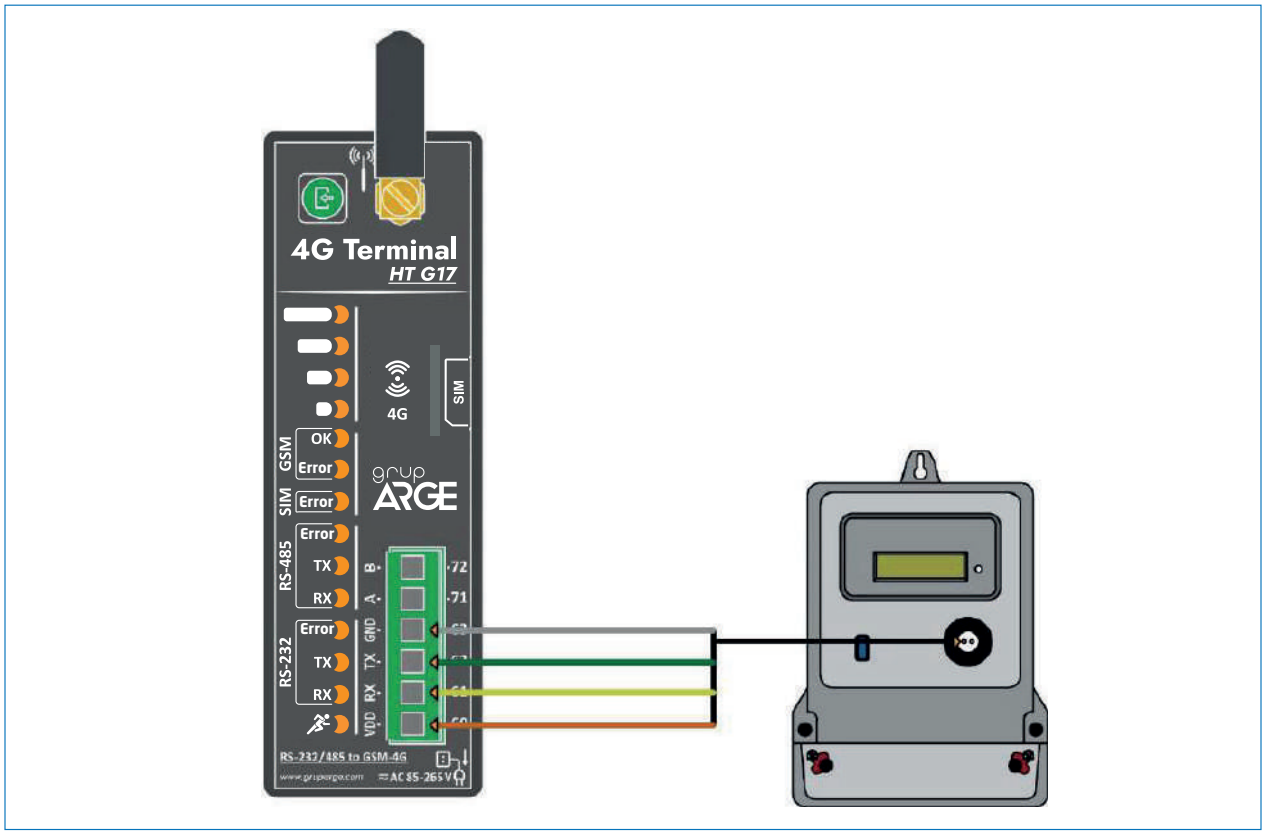

Figure 4.1
**d.** Modbus Device (PFC, analyzer, etc.) / RS-485: See Figure 4.1; 4.2